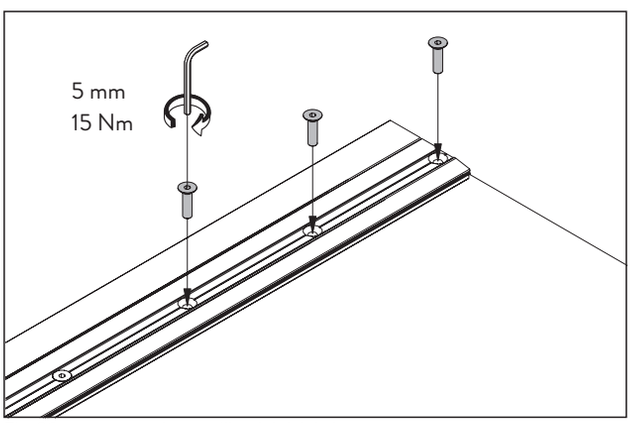

Fig. 20 Apretar los tornillos del riel de la puerta
8. Apriete los tornillos para que el riel superior de la puerta quede firmemente sujeto al vidrio (Fig. 20).
3. Apriete los tornillos para que el riel superior de la puerta quede firmemente sujeto al vidrio (Fig. 20).